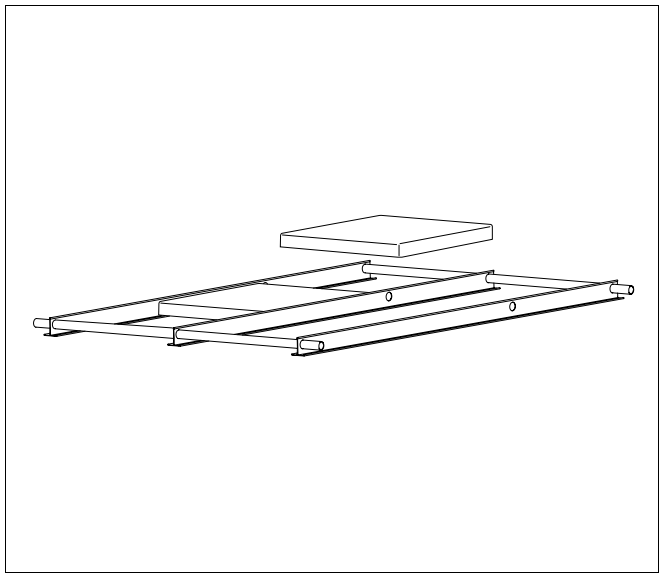

Afb. 25 Basisframe met betontegels stabiliseren
- Stabiliseer het basisframe door een klassieke betontegel (afb. 25) op de kraag van de T-profielen te plaatsen. Vervolledig de rest van de betontegels pas nadat de staander voor plat dak compleet gemonteerd is (zie hoofdstuk 5.3 "Staander voor plat dak stabiliseren", pagina 27).